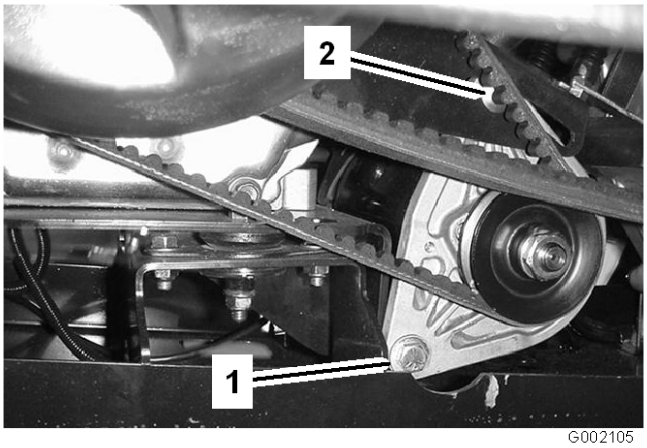

Figur 53
2. Lossa starterns generatoraxelbult (Figur 53).
3. Kila in en bändstång mellan motorfästet och startern. Lossa muttern på justervagnsbulten Figur 53).
5. Dra åt vagnbultens mutter och ta bort bändstången. Dra åt starterns generatoraxelbult (Figur 53).